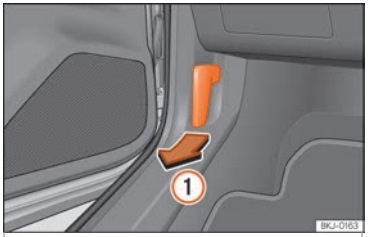

Fig. 184 Release lever in the driver's footwell area.
• Open the door and pull the lever under the dashboard ››› Fig. 184 ①.